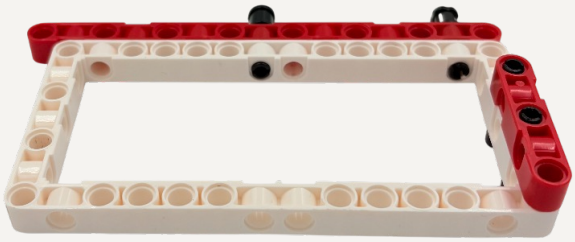
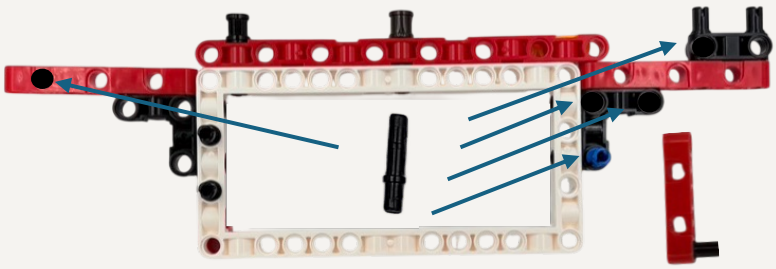

Рисунок 34
Рисунок 35
Разместите на раме 2x стороннюю балку(15) и закрепите ее двумя штифтами со стопорной втулкой. Справа закрепите 2x стороннюю балку (5) на длинные штифты и переверните заготовку – рисунок 34. Закрепите 2x сторонние балки (7) при помощи крепежных блоков 3. Справа сверху установите крепежный блок 1 – рисунок 35.